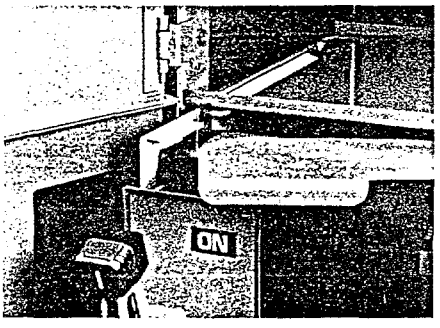

Figure 35: Operating mechanism-to-structure interlock
8. The operating mechanism-to-structure interlock prevents the control unit from being withdrawn with the handle in the *on* position (figure 35).